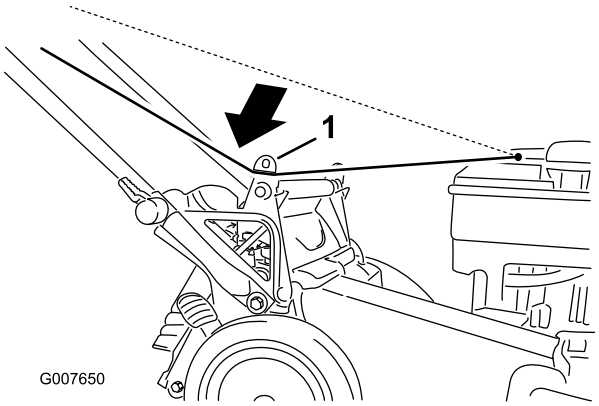

Figur 24
1. För in startsnöret längs den nedre styrningen (Figur 24).